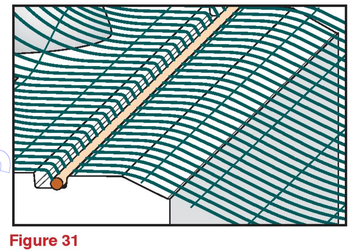

Figure 31
- Place one 40" fiberglass rod over the geogrid into the geoconnector slot. **(Figure 31)**